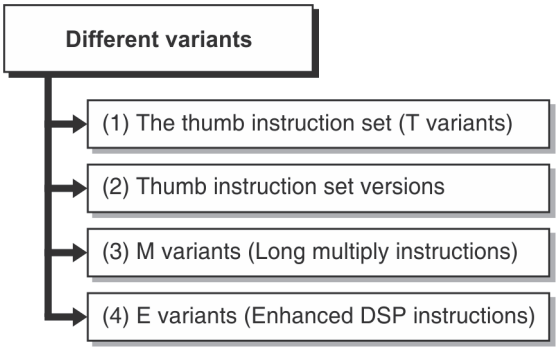

Fig. 1.6.1 : Different variants
- The variants are as follows shown in Fig. 1.6.1.